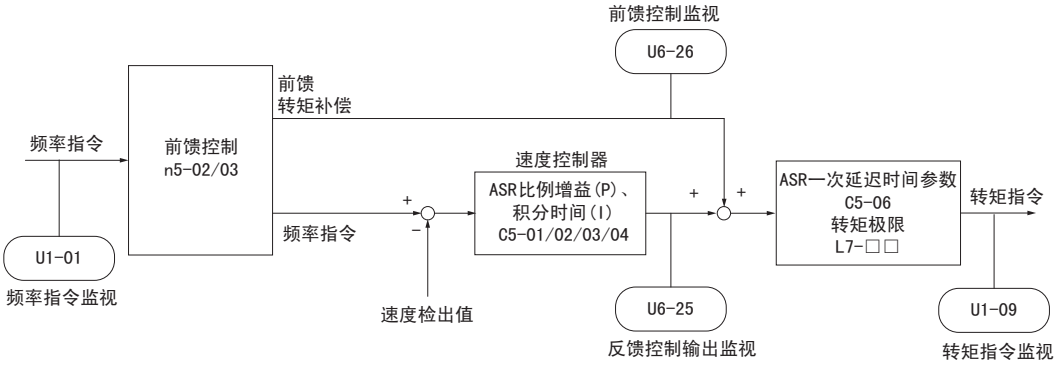

图 5.112 前馈控制
2. 自学习中如果可将电机连接到机械上运行，请执行惯性自学习 （T1-01/T2-01 = 8），自动调整前馈控制。如果不能执行惯性自学习，请参照图 5.112 单独设定前馈控制相关的参数。